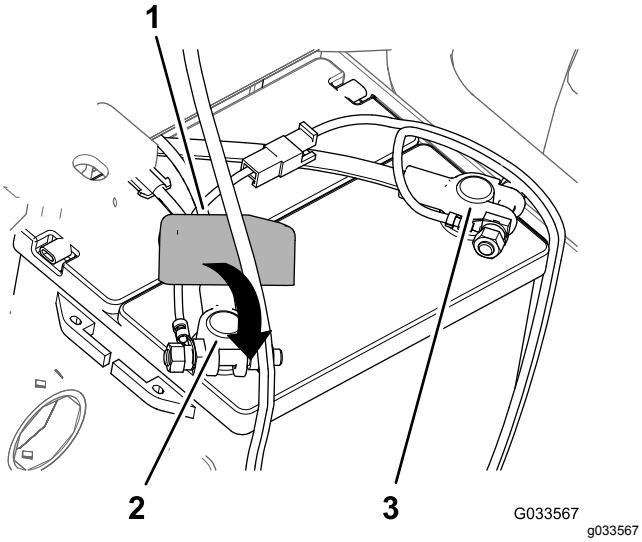

Figur 32
8. Montera pluskabeln på **pluspolen** och dra åt klämmuttern för hand (Figur 32).